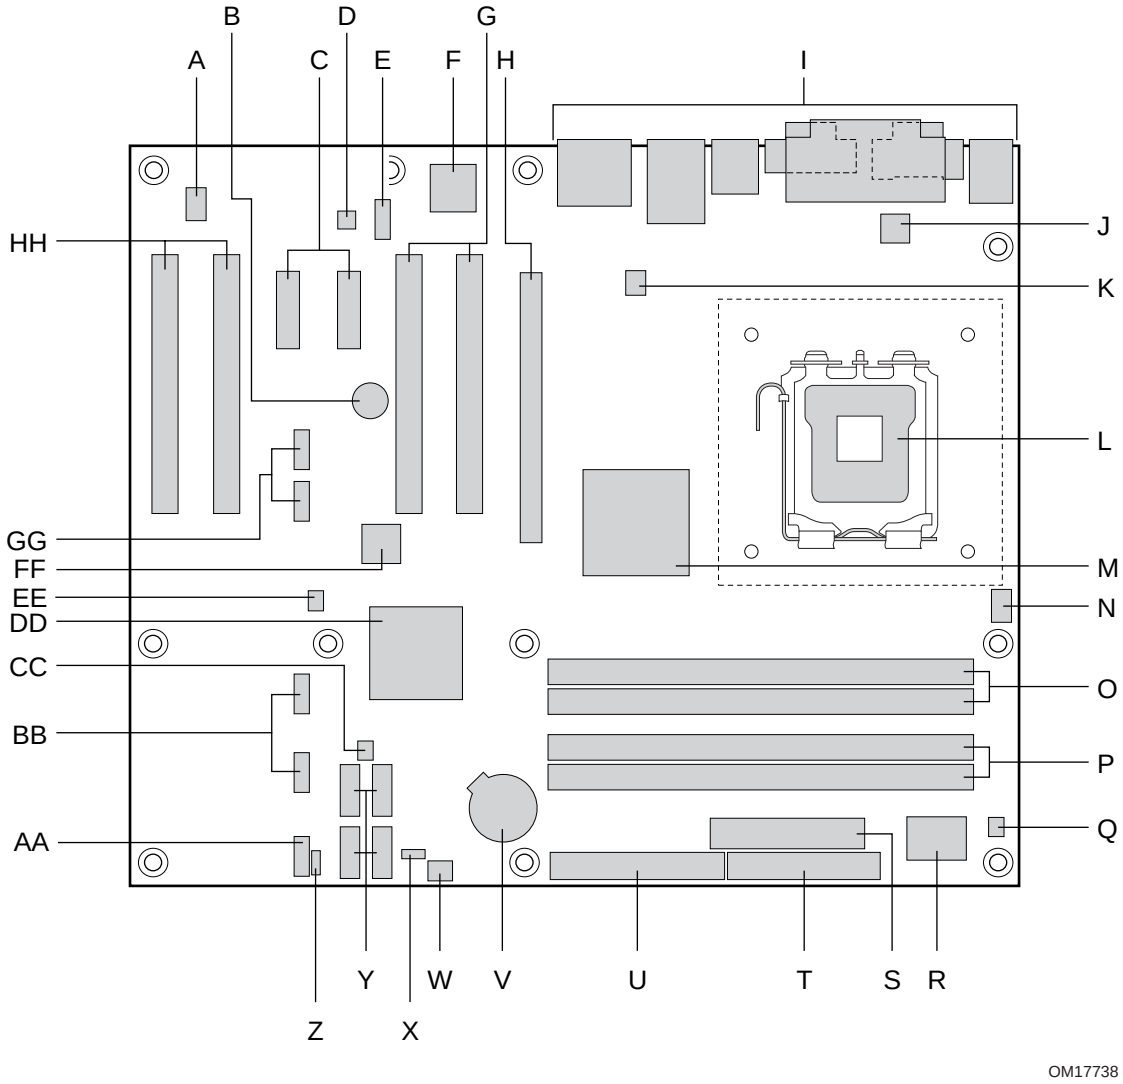

Figure 1. Board Components
3. Board Components Shown in Figure 1 13
Figure 1 shows the location of the major components.
Table 3 lists the components identified in Figure 1.
Table 3. Board Components Shown in Figure 1
Item/callout from Figure 1	Description